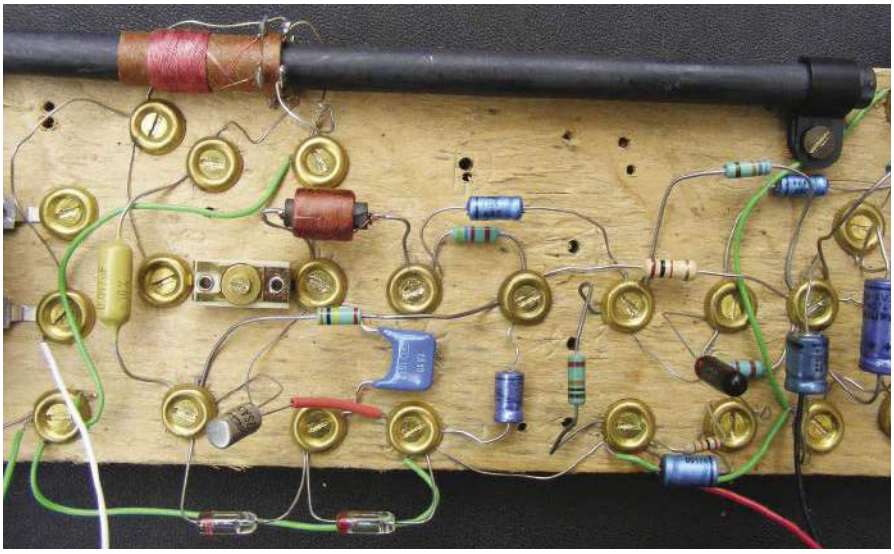

Rysunek 25. Wersja długofalowa stopnia w.cz. przy użyciu tranzystora 2SA53
Dla wzmocnienia częstotliwości radiowych wybrano OC45. Miałem tylko stary, który sprawiał wrażenie szumiącego. Wypróbowałem nowszy i mniej szumiący Toshiba 2SA53 (**rysunek 25**), co efekt szumienia zmniejszyło, ale szum wciąż pozostawał. Zwarcie obwodu strojonego ujawniło ciągły syk. Początkowo nie zawracałem sobie głowy dodaniem stabilizacji emiterowej do tego stopnia, ponieważ tranzystory częstotliwości pośredniej (IF). mają mniejszą rozpiętość h_{Fe}, zazwyczaj 50, dla częstotliwość (Ft) 4...6 MHz. Właściwe typy RF, takie jak OC44, mogą znów być zbyt dobre (h_{Fe}=80, Ft=8...12 MHz).